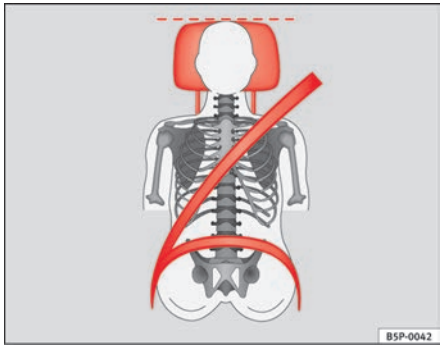
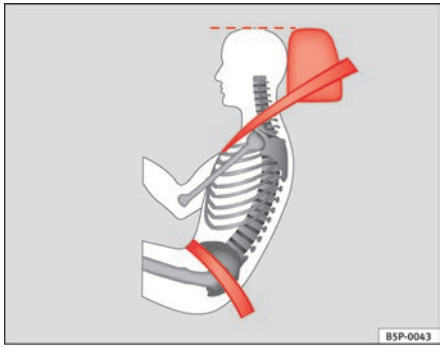

Fig. 3 Properly adjusted head restraint viewed from the front
Fig. 4 Properly adjusted head restraint viewed from the side
– Adjust the head restraint so that its upper edge is at the same level as the top of your head or as close as possible to the same level as the top of your head and, at the very least, at eye level ⇒ fig. 3 and ⇒ fig. 4